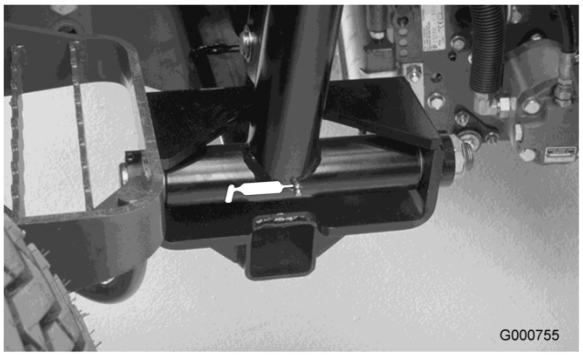

Figura 34
- Perno del braccio di sollevamento (3) (Figura 34)